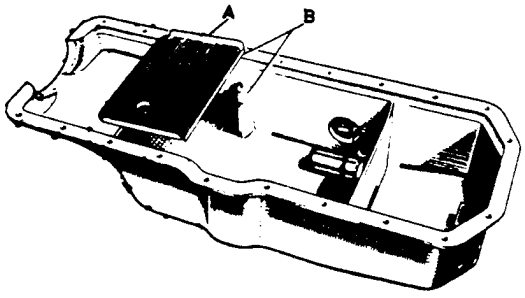

FIG. 11. CRANKCASE LOWER HALF.
(xiii) When offering up the lower half of the crankcase, it will be found that the union nut securing the oil feed pipe to the standpipe (21) fouls the oil baffle ('A' Fig.11) and the locating lug at points 'B'. Remove the baffle and file the lug until it just clears the nut and then file the edge of the baffle to suit. It may also be necessary to file the inside of the lower half of the crankcase to clear the nut. Refit the baffle.